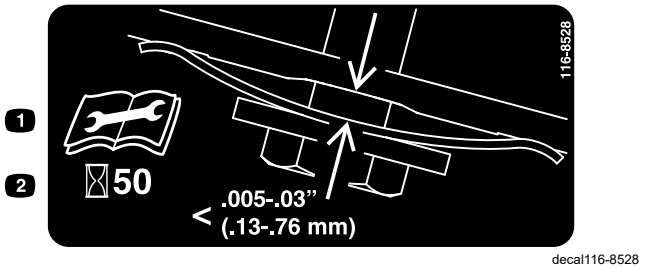

Figura 33
3. Sujete una galga ajustada a entre 0.13 y 0.76 mm (0.005" y 0.03") contra el tabique y deslícela hacia abajo por detrás del muelle tensor de la correa; consulte Figura 33.